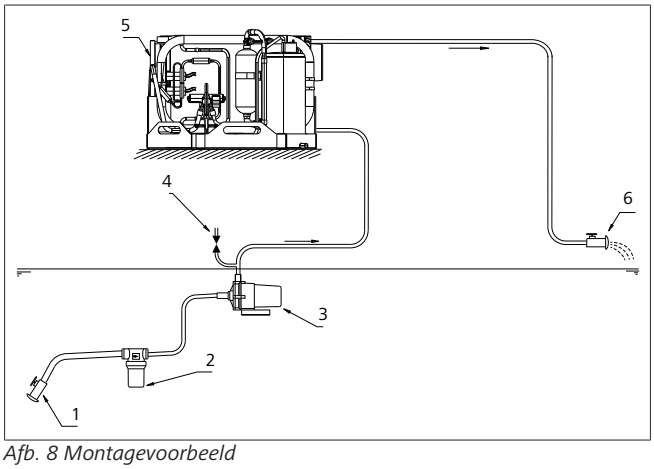

Afb. 8 Montagevoorbeeld
1. Monteer de zeewaterpomp (zie Afb. 8).